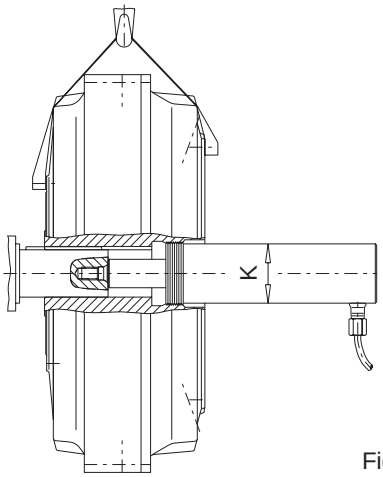

Fig. 10.5.2c
After demounting the threaded bush (143) a hydraulic cylinder with a matching external cylinder-thread K (see table 10.5.2) can be screwed into the free mounting thread of the hollow shaft (106) (figure 10.5.2c).